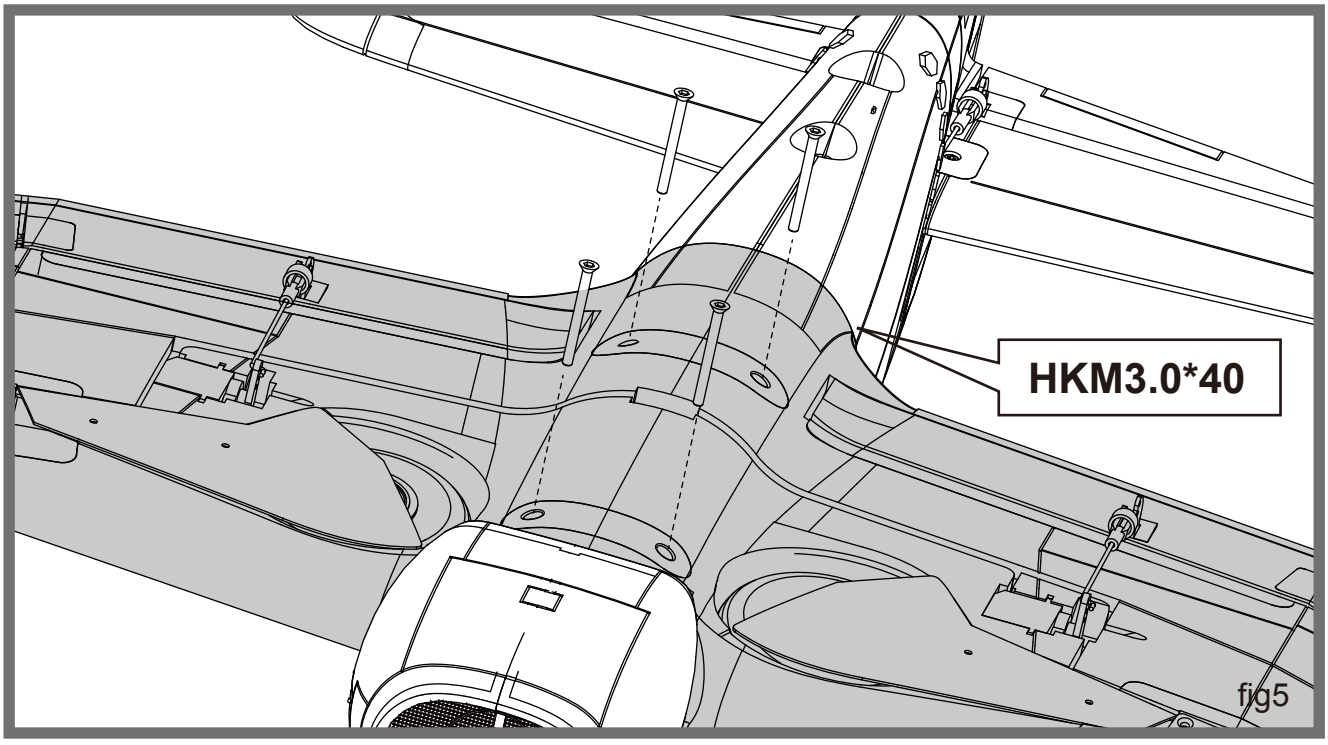

fig5
c. Align the wing with the fuselage and secure into position using screws HKM3.0*40mm as shown in fig5